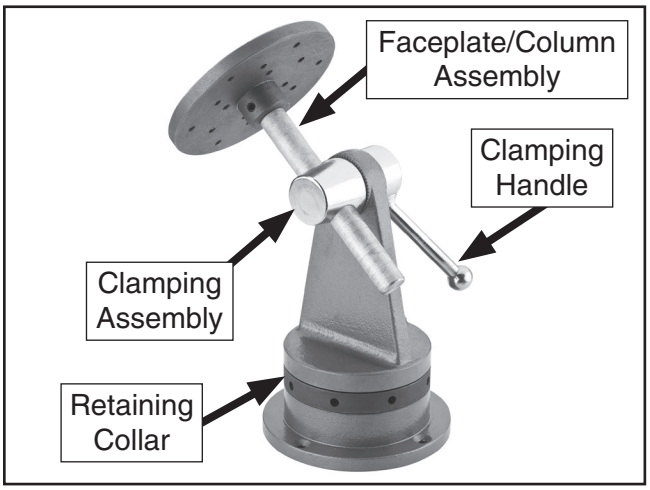

Figure 4. T10812 part identification.
Refer to **Figure 4** to become familiar with the names and locations of the controls and features.
1. While holding faceplate, loosen clamping handle (see **Figure 4**).